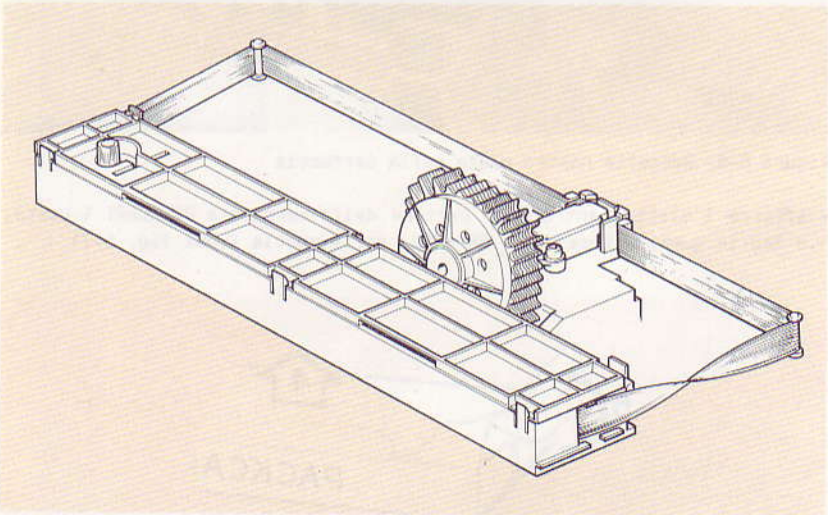

Figura 5-9 Percorso nastro inchiostrato
- prende la nuova cartuccia PACKCART 1 di nastro inchiostrato e la posiziona nel contenitore, facendo passare il nastro inchiostrato tra i rullini di trascinamento e quelli di guida, secondo il percorso indicato in figura 5-9; chiude il coperchio del contenitore, avvicinando così i rullini di trascinamento e la paletta di tensionamento nastro (vedi fig. 5-8)
- se presente l'HR 1451 per il trattamento di carta in rotolo, la carta viene introdotta dal retro della PR 1450, seguendo la procedura descritta (vedi figura 5-9). Nella regolazione laterale dell'HR 1451 in base alla larghezza dei rotoli, si tenga presente che il microinterruttore di segnalazione fine carta è posto al centro della barra di contrasto stampa e quindi per il suo funzionamento è necessario che almeno un bordo della carta passi sopra il microinterruttore stesso.